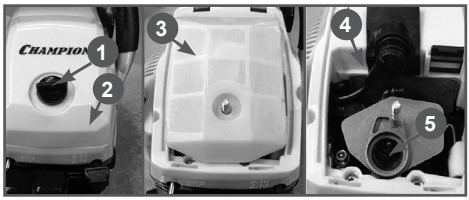

Рис. 19 Обслуживание воздушного фильтра
1. Открутите барашковую гайку 1 и снимите крышку воздушного фильтра 2 (Рис.19).
2. Снимите фильтрующий элемент 3 (Рис.19).